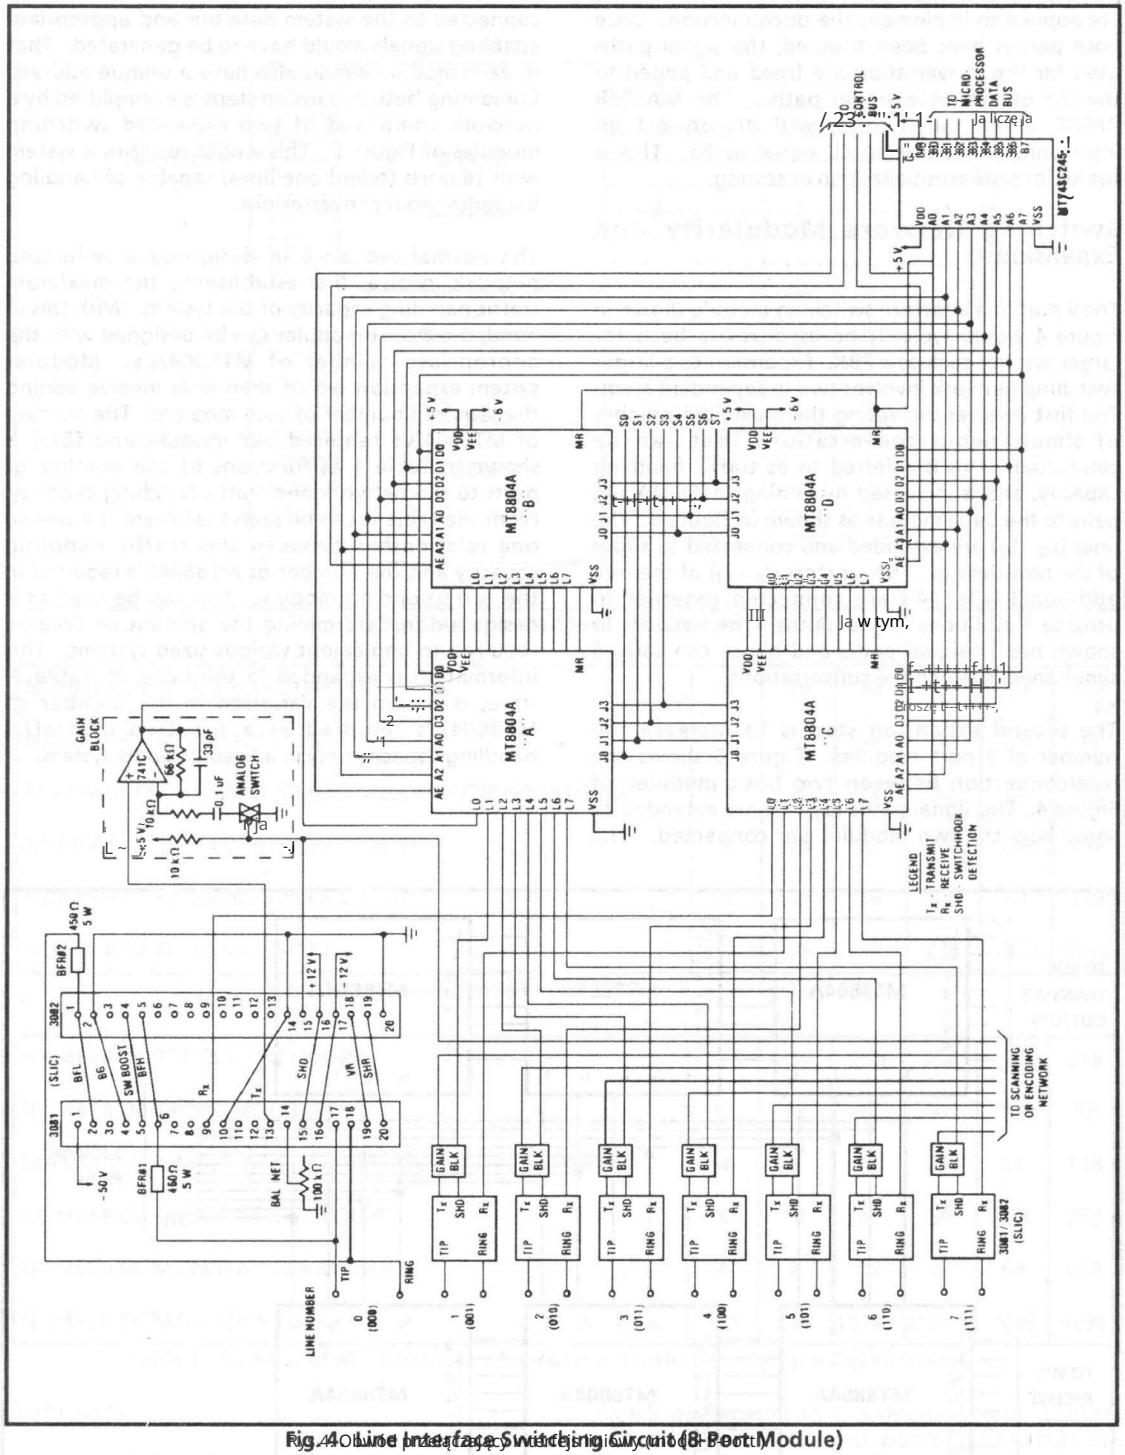
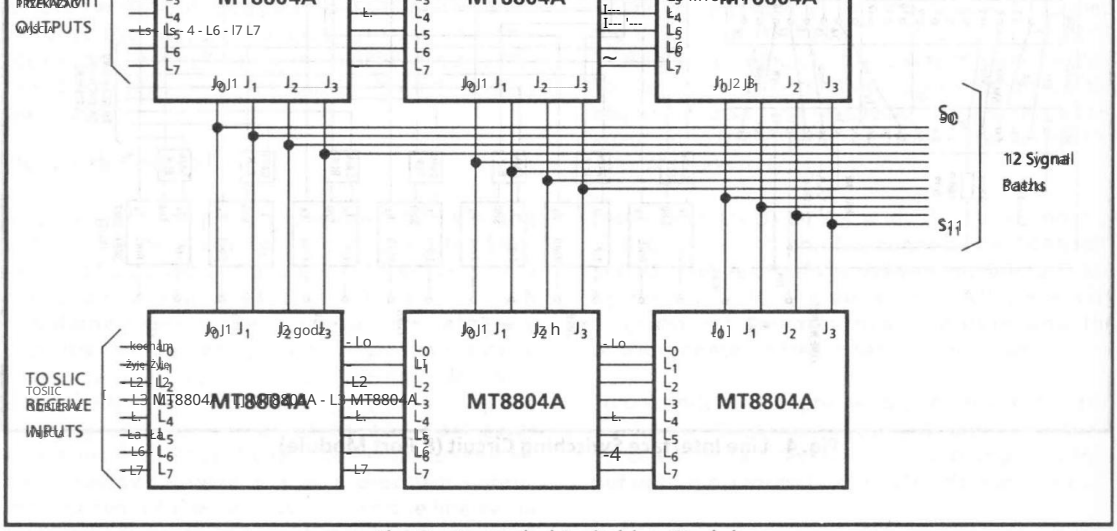
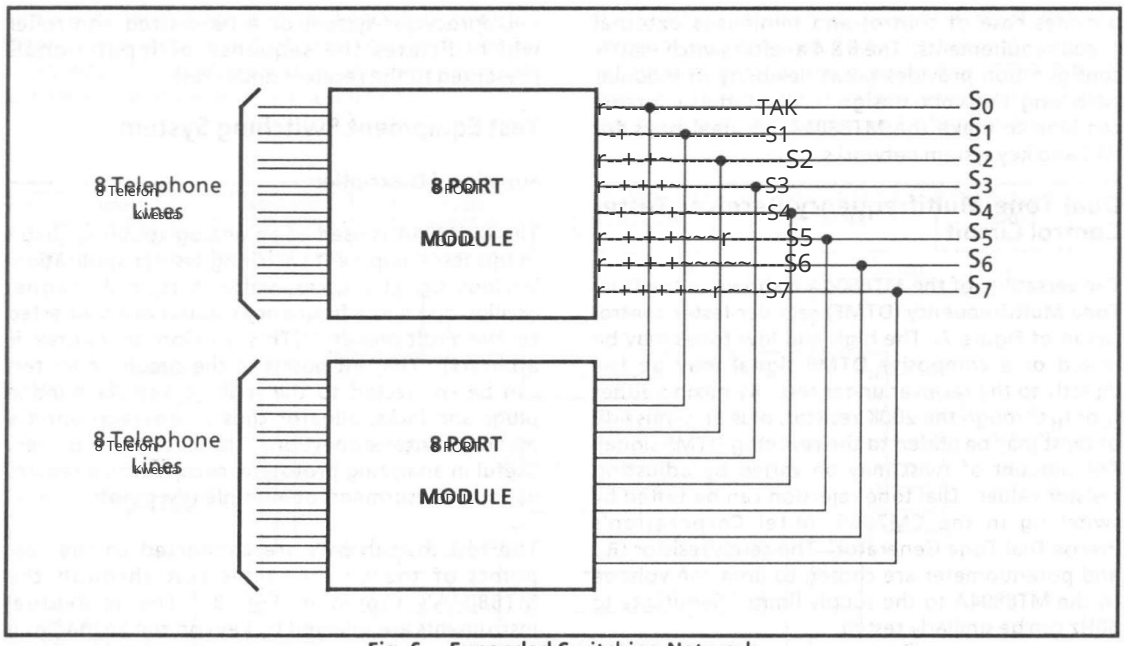

Fig. 4 Line Interface Switching Circuit (8-Port Module)
Fig. 5 Expanded Switching Module
Fig. 6 - Expanded Switching Network
The 8 port line interface switching module shown in Figure 4 is considered typical as the basis for larger systems such as a PBX. Expansion to a larger switching network involves two independent steps. The first involves increasing the maximum number of simultaneous conversations that can be conducted. This is referred to as traffic handling capacity and is increased by adding MT8804A's in pairs to the basic module as shown in Figure 5. The lines (L_7) are extended and connected to those of the new devices. The junctors (J_0 - J_3) of the two additional MT8804's are connected together to provide 4 additional signal paths. The network as shown has 12 signal paths and hence can carry 6 simultaneous telephone conversations.
The second expansion step involves increasing the number of 8 port modules. Figure 6 shows the interconnection between two basic modules of Figure 4. The signal paths (5) are extended to show how the two modules are connected. The control lines of each module (not shown) would be connected to the system data bus and appropriate enabling signals would have to be generated. That is, each module would also have a unique address. Combining both expansion steps is exemplified by a network comprised of two expanded switching modules (Figure 5). This would result in a system with 16 ports (telephone lines) capable of handling 6 simultaneous conversations.